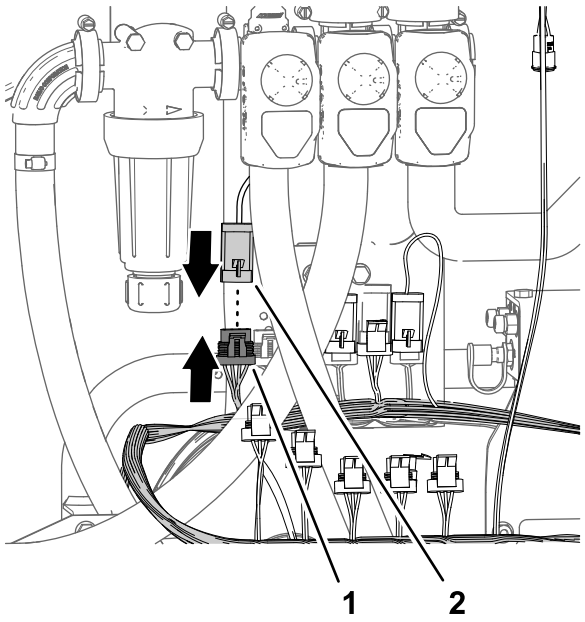

Figuur 87
4. Sluit de stekker met 4 pinnen van de actuator voor de debietklep aan op de connector met 4 contacten van de aftakking van 89 cm van de bijgeleverde kabelboom met aanduiding RATE VALVE (debietklep) (Figuur 87).